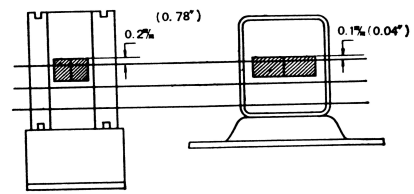

Fig. 11
5. HEAD ADJUSTMENTS (Refer to Fig. 11)